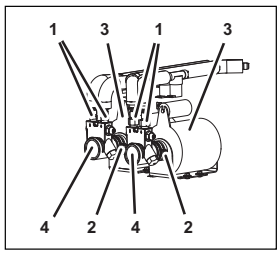

Fig. 44
1. Disconnect the lines by releasing the couplings (Fig. 44/1) from the carbonator pump (Fig. 44/4).
2. Remove the clamp (Fig. 44/2).
3. Disconnect the carbonator pump (Fig. 44/4) from the carbonator pump motor (Fig. 44/3).
4. Lift the carbonator pump (Fig. 44/4) out of the unit.
6. Position the new carbonator pump (Fig. 44/4) on the carbonator pump motor (Fig. 44/3).
7. Attach the carbonator pump (Fig. 44/4) to the carbonator pump motor (Fig. 44/3) using the clamp (Fig. 44/2).
8. Connect the lines to the carbonator pump (Fig. 44/4) by means of the couplings (Fig. 44/1).